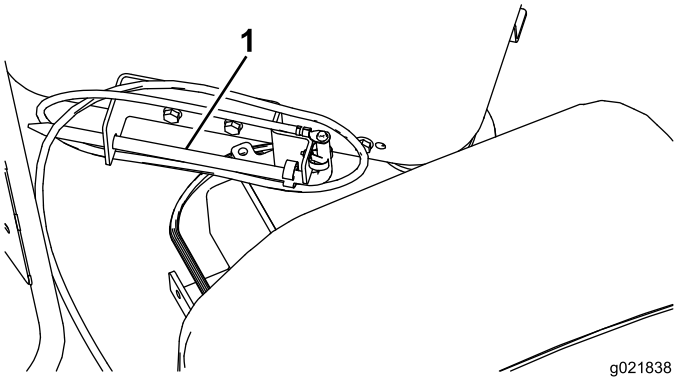

Rysunek 31
8. Przechowywać kotew uziemienia w uchwycie na podeście operatora w sposób pokazany na Rysunek 31.